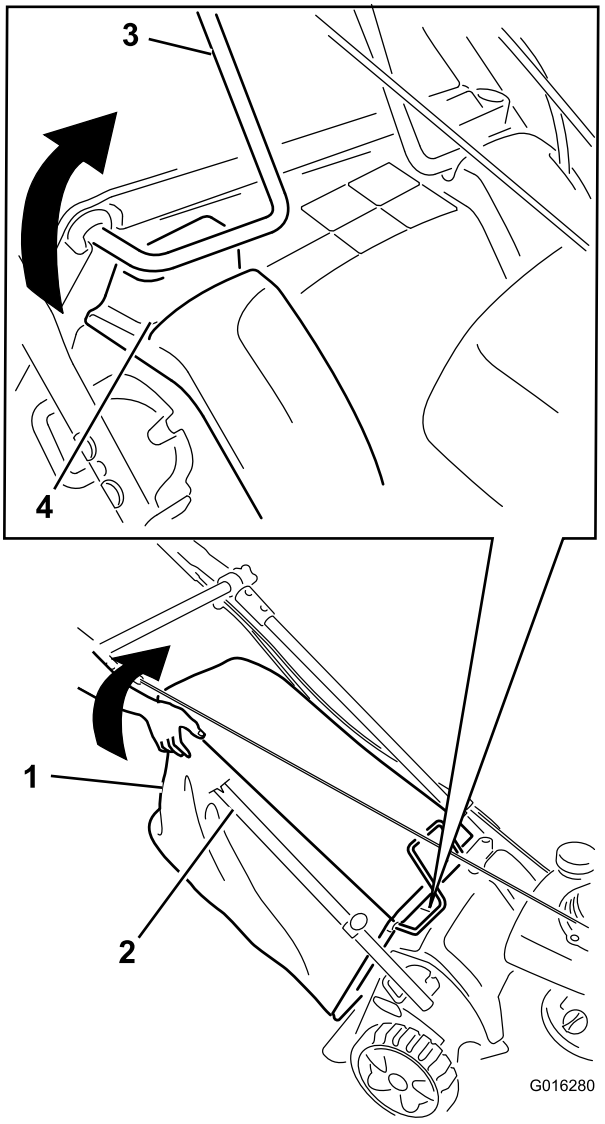

Figur 50
5. Låt motorn vara igång och lyft upp gräsuppsamlarens övre högra bakre hörn tills trådramen i gräsuppsamlarens övre högra främre hörn har kommit ut helt ur den högra skåran (Figur 50). **Motorn ska stanna.**